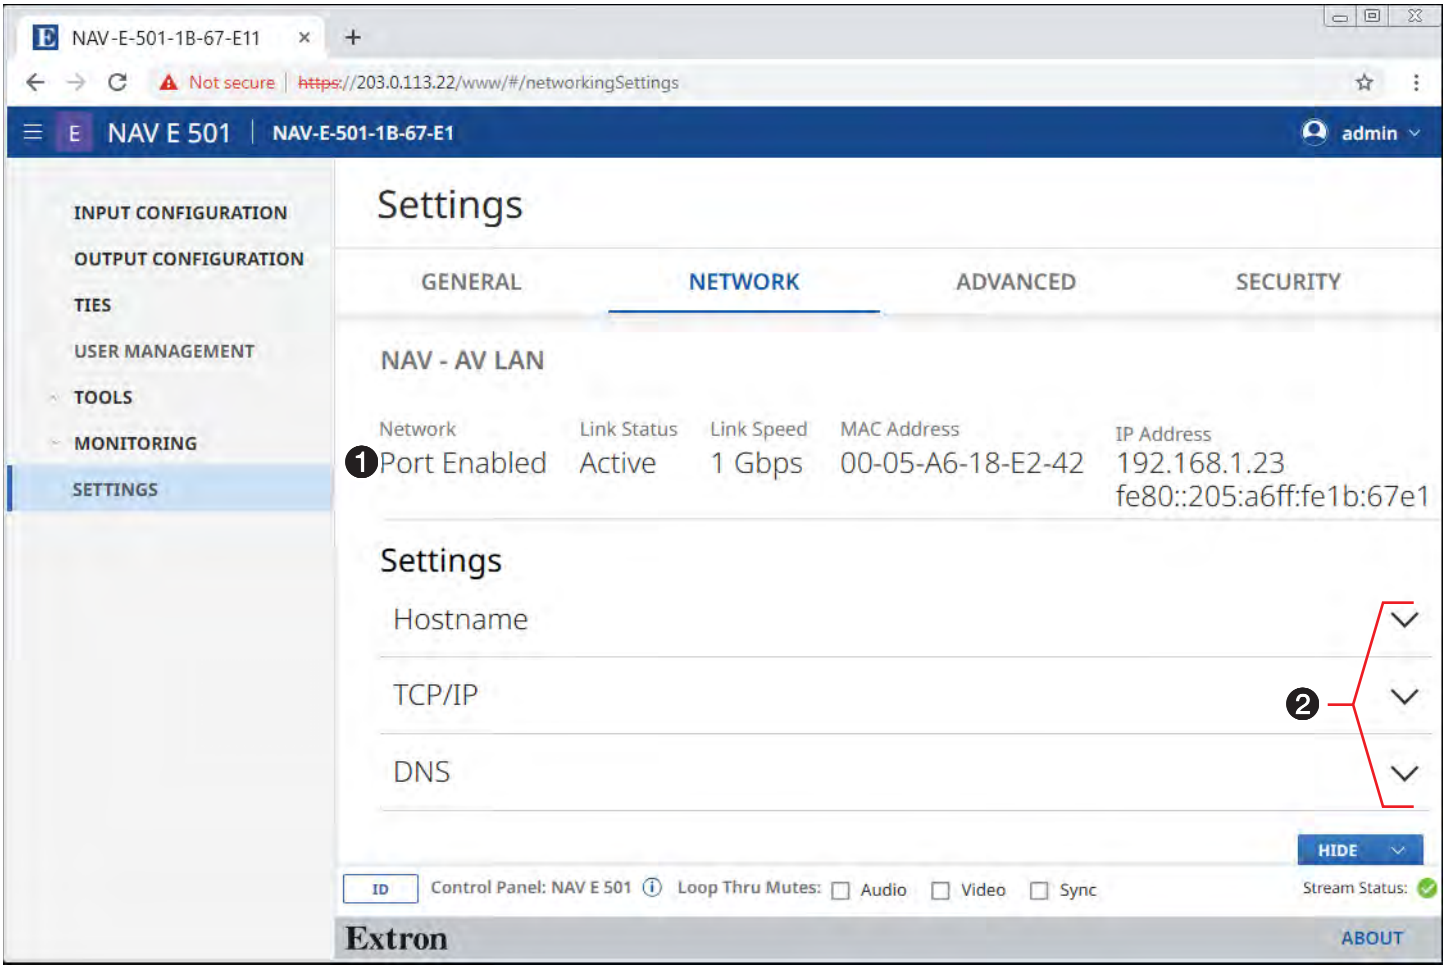

Figure 66. Networking Page
The Network Settings page displays the current network settings (see figure 66, ❶). You can use the editable panes of the page to change settings. Click the down arrow (❷) to open one of the following drop-down lists:
The Hostname selection on the Network page (see **figure 66**, ❶) opens a read-only pane that shows the currently assigned hostname of the encoder (see figure 67,❶).
The TCP/IP selection on the Network page (see **figure 66**, ❶) opens a read-only pane that shows the connection variables of the encoder (see figure 68). If necessary, use the scroll bar (❶) to see the entire length of the pane. Network configuration changes can be made by clicking the **EDIT** button (❷).
The DNS selection on the Network page (see figure 66, ❶) opens a read-only pane that shows connection variables of the of one or more DNS servers (see figure 70). DNS server assignment changes can be made by clicking the **EDIT** button (❶).